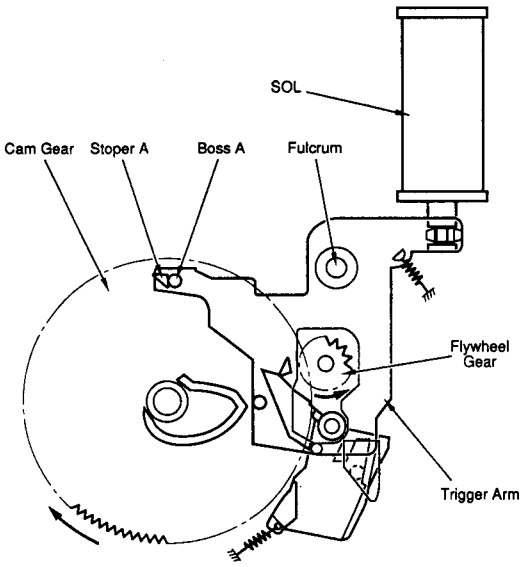

FIG. 1
1. At key on the main monitor (MM) rotates.
2. After 300 ms, when SOL is pulled for 40 ms, boss A of the the tip of the trigger arm comes apart from the cam gear's stopper A. [Fig. 1, 2]